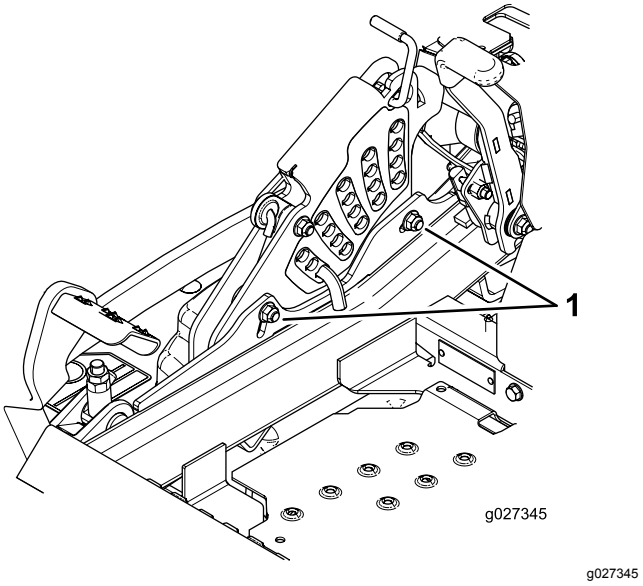

Figuur 98
11. Om het enkelpuntssysteem af te stellen, moet u de 2 bouten onderaan de maaihoogteplaat losdraaien (Figuur 98).
13. Draai de 2 bouten aan de onderzijde van de maaihoogteplaat vast (Figuur 98).